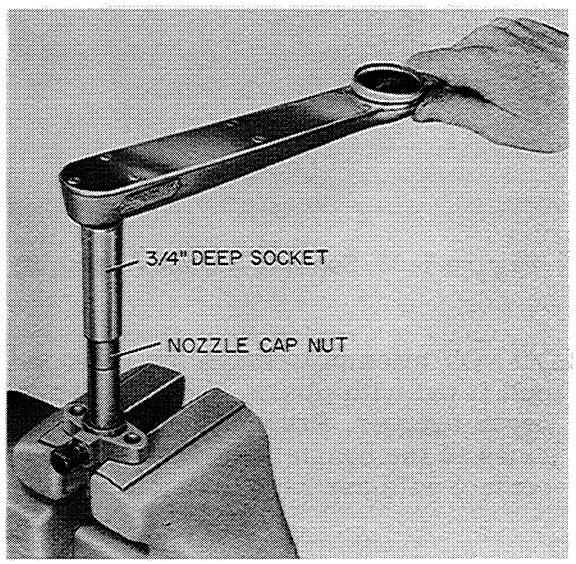

Figure I-21. Removing Nozzle Cap Nut
2. Clamp the nozzle holder in a vise, as shown in Figure I-21. Remove the nozzle cap nut using a 3/4 inch deep socket as shown. Place the cap nut in a clean container filled with clean diesel fuel.